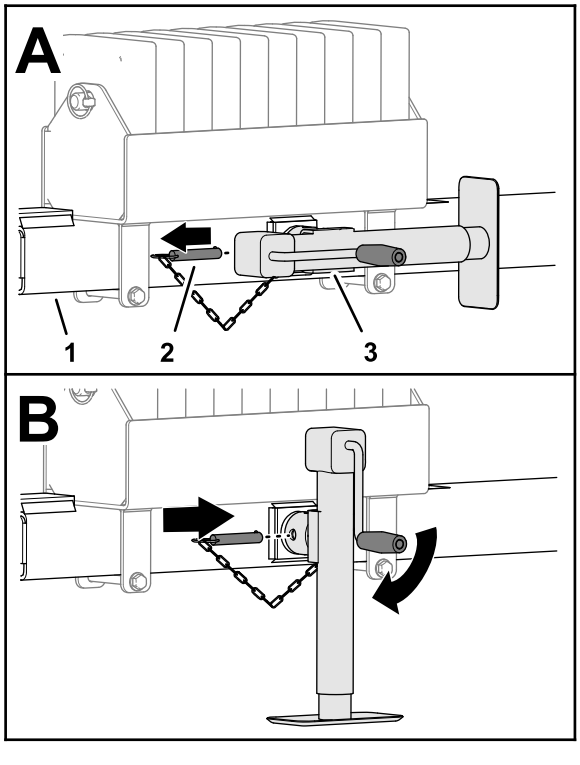

Rysunek 27
1. Wyjmij sworzeń mocujący podnośnik do rury zaczepu i zdejmij podnośnik, patrz Rysunek 27 w Podpieranie przodu maszyny podnośnikiem (Strona 29).
4. Wyjmij sworzeń mocujący podnośnik do rury zaczepu (Rysunek 27).
5. Obróć podporę do pionu (Rysunek 27).
6. Wsuń sworzeń do poziomych otworów na podnośniku i rurze zaczepu (Rysunek 27).